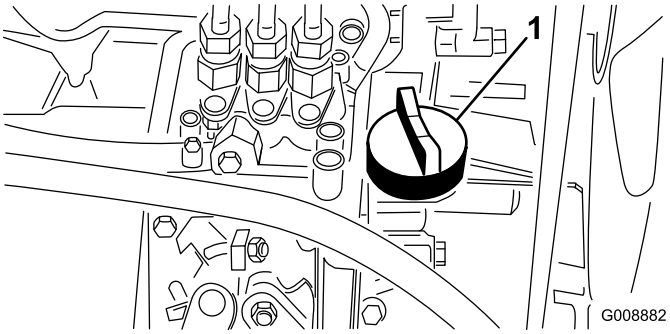

Figur 38
4. Om oljenivån är låg tar du bort påfyllningslocket (Figur 38) och tillsätter gradvis små mängder olja samtidigt som du kontrollerar nivån, tills nivån når märket FULL på oljestickan.